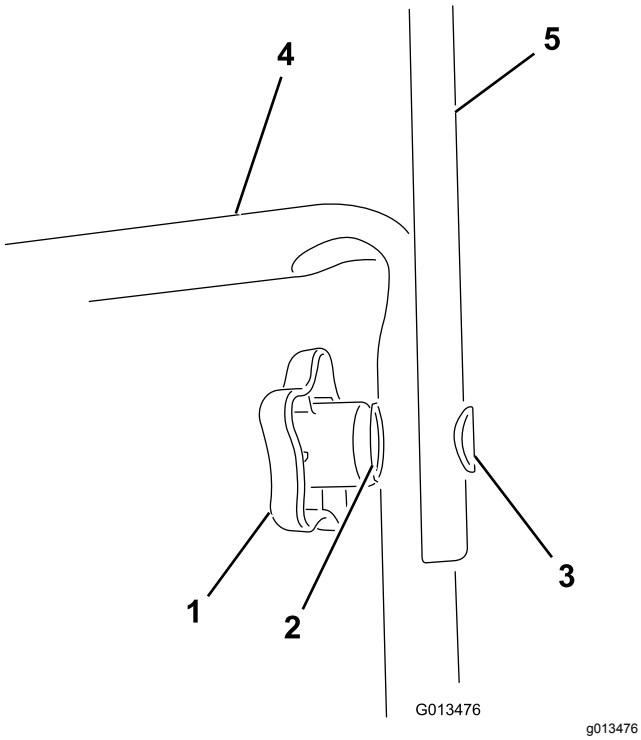

Figura 1
2. Montate la sezione superiore della stegola nella sezione inferiore con le relative manopole, rondelle concave e bulloni ovali, come mostrato in Figura 1.